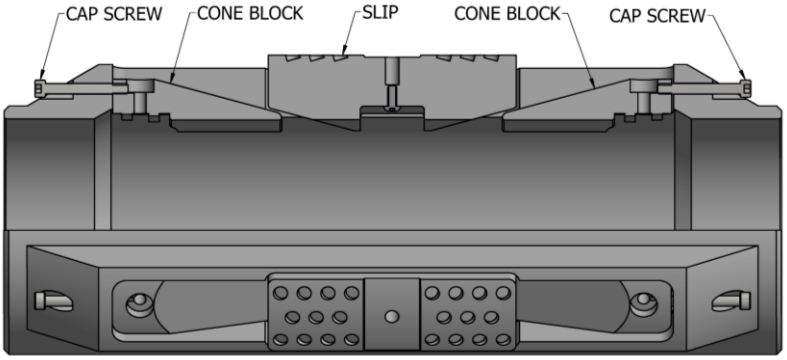

Fig. 3
L-1.2.3) Install lower cone blocks (7) into slip body (9). Align threaded holes in cone blocks (7) with holes in slip body (9) (Fig. 3).
L-1.2.4) Screw cap screws (19) into lower cone blocks (7) (Fig. 3).
L-1.2.5) Install slips (10) and upper cone blocks (7) into slip body (9) one at a time (Fig. 3).